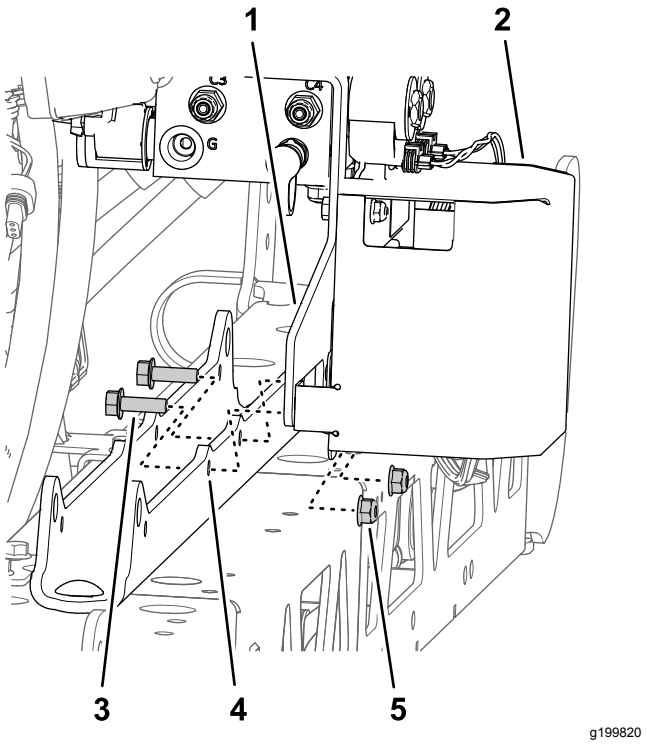

Figur 95
B. Monter støttebraketten og TEC-braketten til sylinderfestet (Figur 95) med de to flenshodeboltene (5/16 x 1 tomme) og flenslåsemutterne (5/16 tomme) som du fjernet i trinn 1 av Fjerne seksjonsløftemanifolden fra den midtre sprederseksjonen (side 21).